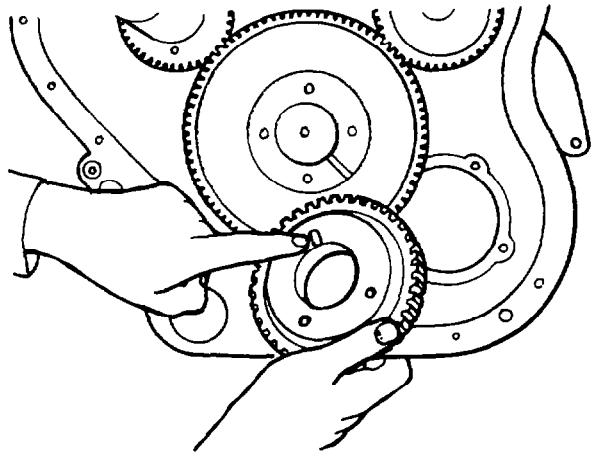

Fig. 67 — Installing Injection Pump Drive Gear
b. Fit the key to the groove in the injection pump drive gear, then fit the gear to the camshaft; install the retaining bolts and torque to 54 Nm (40 lb.ft) (see fig. 67).